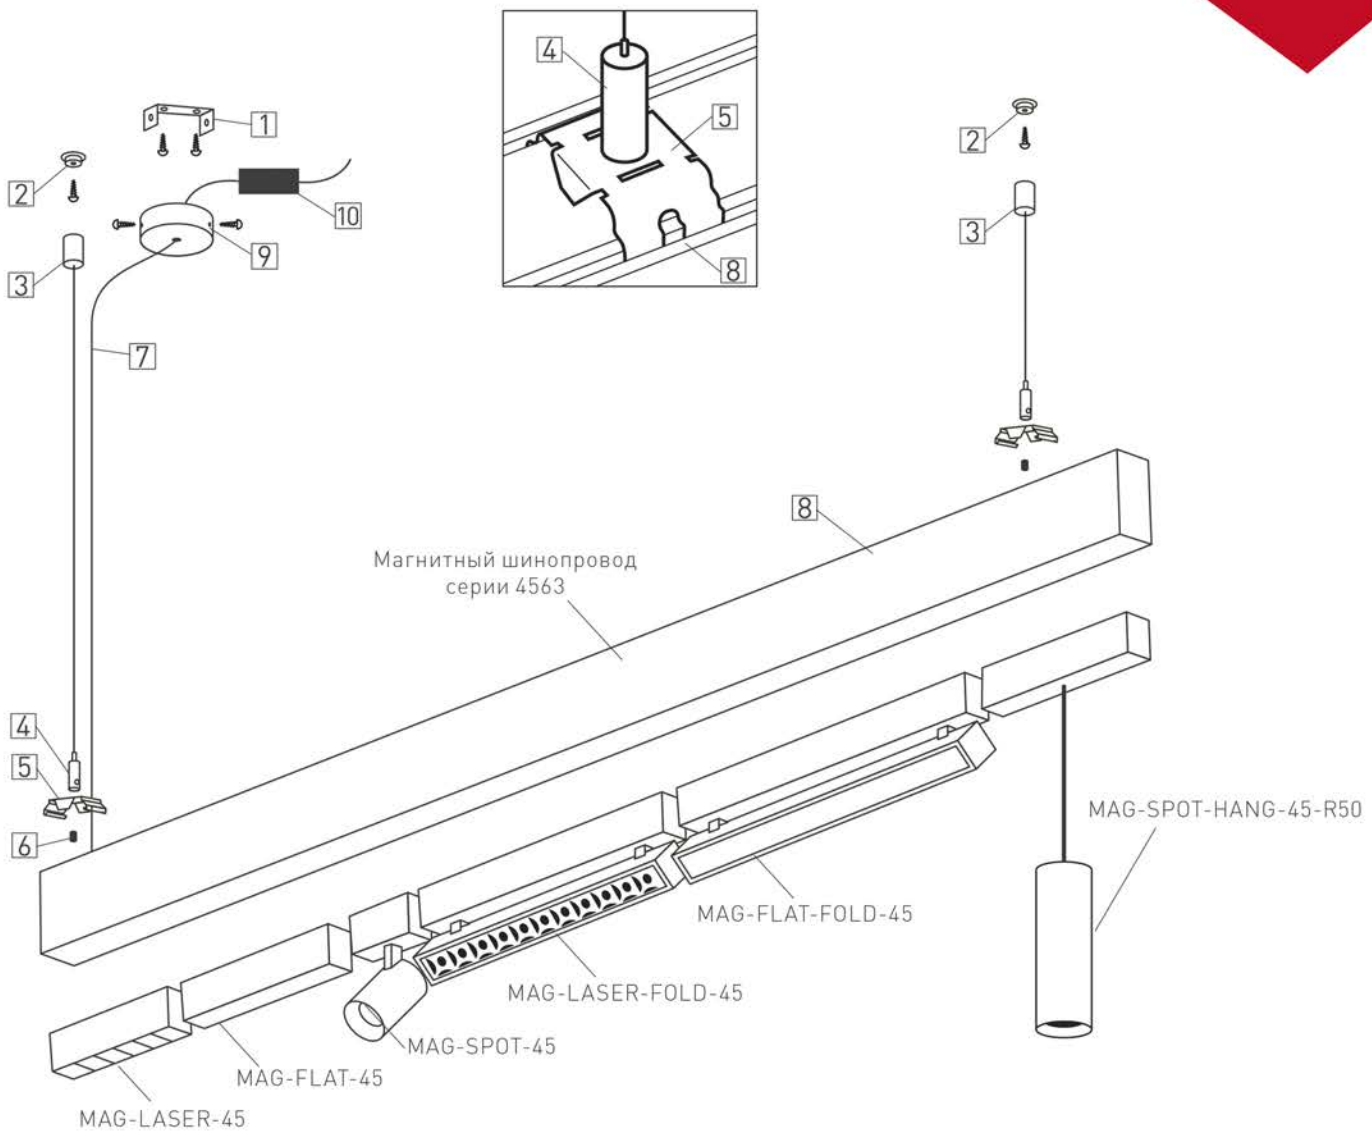

Рис. 3. Установка шинопровода на подвес
3.6. Закрепите на монтажной поверхности резьбовые втулки [2] из комплекта «Подвес MAG-HANG-45» и наверните на них ответные части с продетым в них тросом [3] (здесь и далее см. рисунок 3).